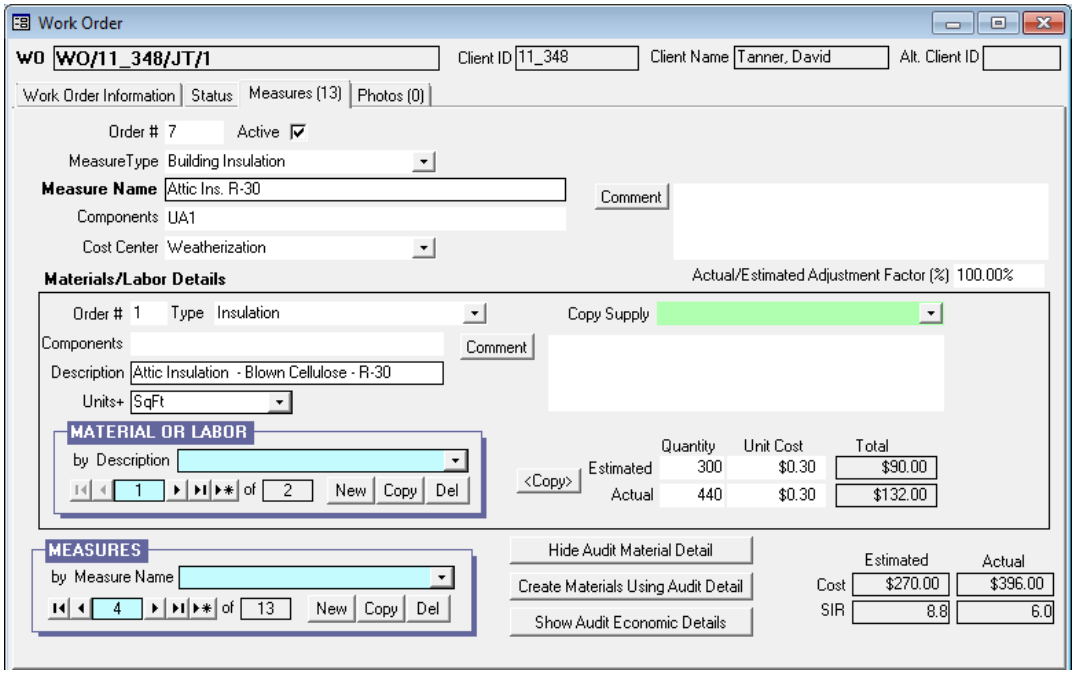

Figure 13.3. The Measures form under the Main Menu's "Work Orders" button (form view).
The Measures form under the Main Menu's "Work Orders" button (see Figure 13.3) is used to develop detailed task descriptions for weatherization measures to be installed in a home. If a work order is initiated by executing a NEAT or MHEA audit, this form will automatically have records corresponding to the recommended measures that you have selected on the Measures form in either the "NEAT Audit" or "MHEA Audit" windows (see Section 11.11, *Measures (Audit)*). If a work order is initiated from the Work Orders form of the Main Menu's "Clients" button or the Work Order Information form of the Main Menu's "Work Orders" button, the Measures form will have no measure records.
- **Components** – This field is normally visible only in the form view of the Materials/Labor Details sub-form. It must not be confused with the Components field in the general description portion of the Measures form. Figure 13.3 displays both of these fields. The Components field on the Materials/Labor Details sub-form is never pre-populated and it is not displayed on the work order. You may use it for a note regarding the material, but it will be visible only within the Weatherization Assistant.